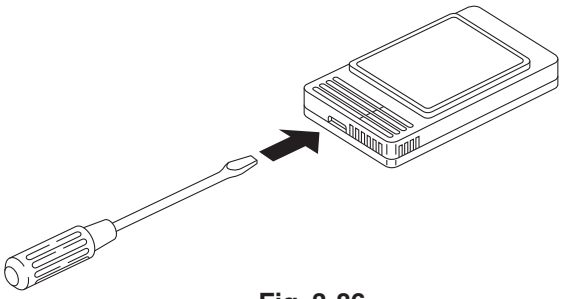

Fig. 3-86
1. Insert a screwdriver or the like in the groove on the lower side of the remote sensor body to pry off the back case. (See Fig. 3-86)